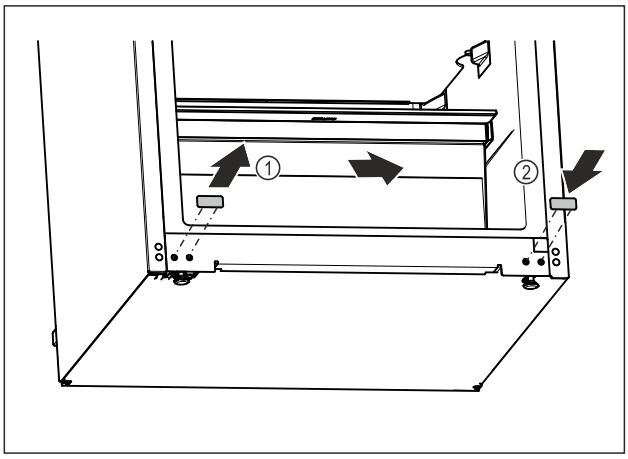

Fig. 16
- ▶ Pull out the cover plug. *Fig. 16 (1)*
- ▶ Insert the cover plug on the opposite side. *Fig. 16 (2)*